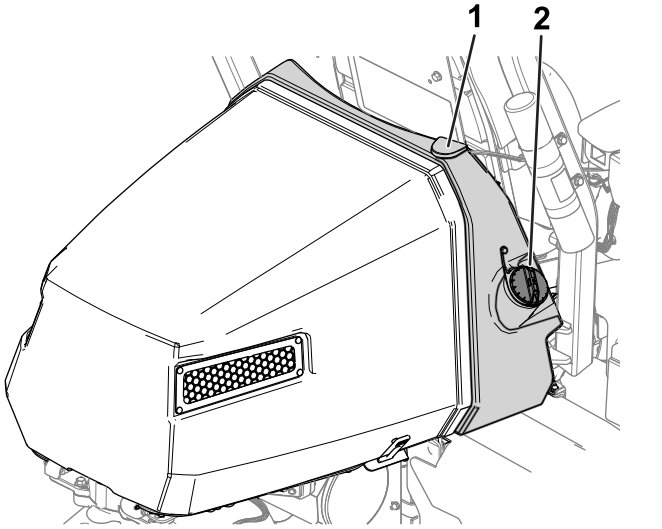

Figura 30
2. Limpie alrededor del tapón de combustible y retírelo (Figura 30).